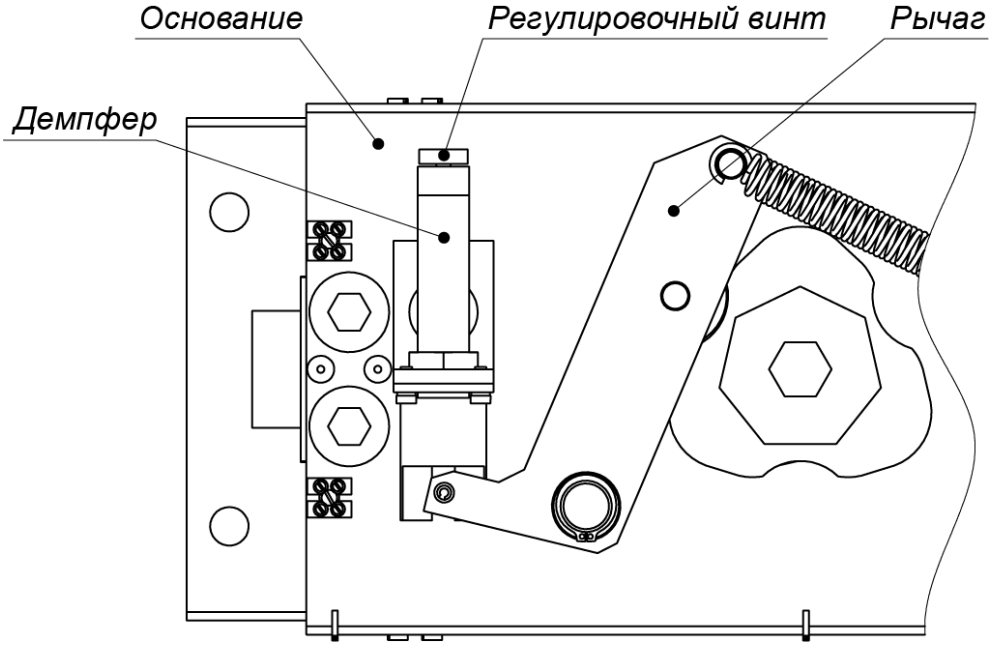

Рисунок 23. Демпфер турникета PERCo-RTD-20.2
1. Снимите крышку (10) с балки привода (9) (см. разд. 0).
2. Отверните шестигранным ключом SW1,5 стопорный винт регулировочного винта демпфера, расположенный на торце регулировочного винта (см. рис. 23).